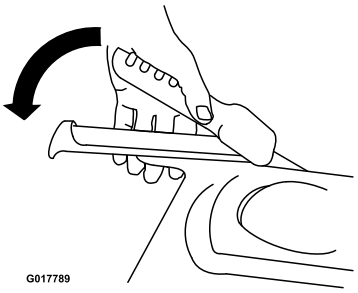

Rysunek 12
2. Powoli przyciśnij lewą dźwignię napędu do uchwytu (Rysunek 12).